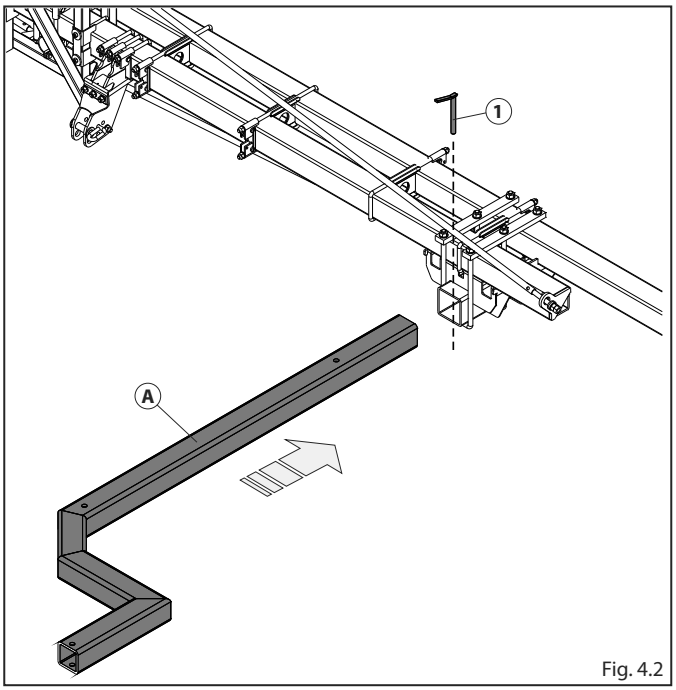

Fig. 4.2
- Mount wheel supporting frame **A** by fixing it with pins **1** (Fig. 4.2).